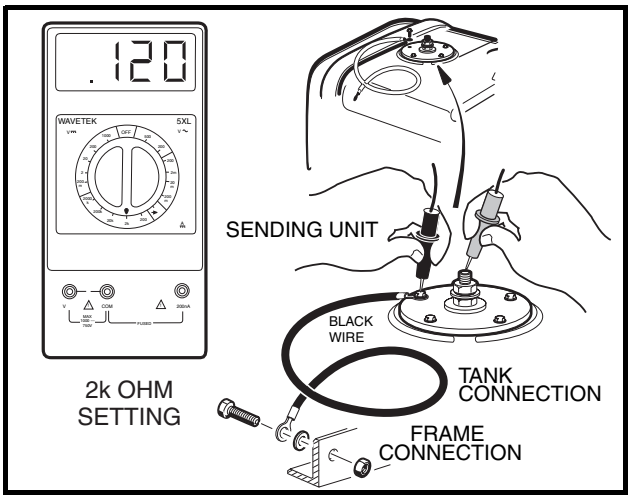

Figure 11-39 Fuel Level Sending Unit Test
3. With a multimeter set to 2 k ohms, place the red (+) probe of the multimeter on the center post of the sending unit. Place the black (–) probe on the ground connection of the sending unit **(Figure 11-39, Page 11-38)**.